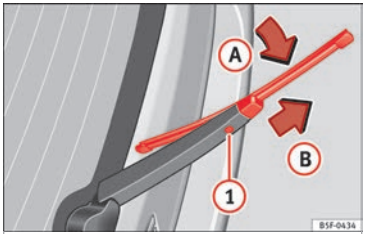

Fig. 78 Changing the rear wiper blade
- Pull the wiper blade out of its mounting on the wiper arm ››› Fig. 78 (arrow (A)).
- Hold down the release button ››› Fig. 78 (1) while gently pulling the blade in the direction of arrow (B). This may require some strength.
- Insert a new blade of the **same length and type** in the wiper arm in the opposite direction to the arrow ››› Fig. 78 (B) and hook into place. This feature is operational when the knob is in position (arrow (A)).